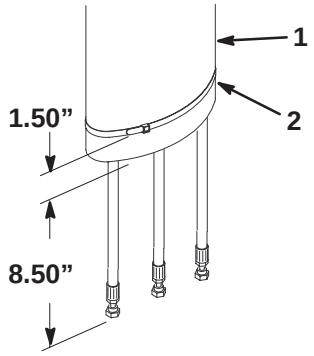

Figure 1
3. Using dimensions shown in figure 1, position and secure each end of protective sleeve to front hoses with a cable tie.